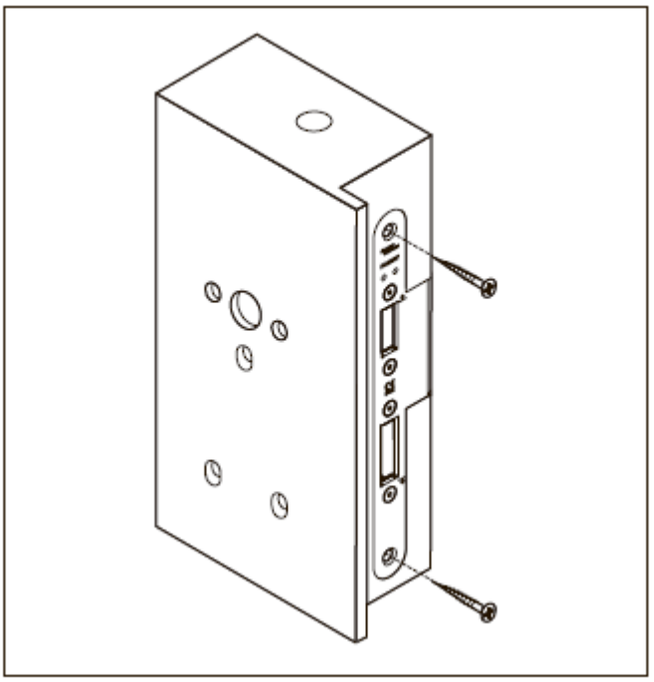

Рис. 40 Привинчивание замка
7. Надежно привинтите замок (рис. 40).